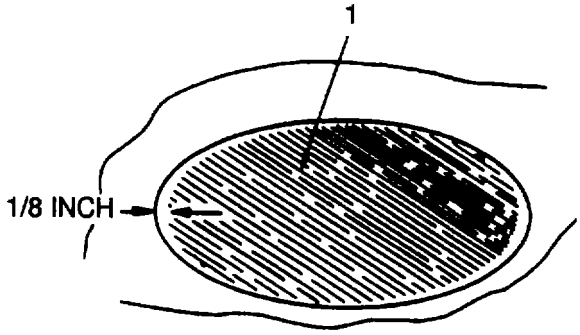

Figure 2-30. Applying Adhesive Over Area No More Than 1/8 Inch Buffed Area
(k) Prepare new batch of adhesive (item 1, table 2-11) and carefully apply a uniform coat over patched area (1, figure 2-30) to no more than 1/8 inch buffed area edge. Use a brush (item 6, table 2-11). Smooth surface with gloved fingers wet with acetone (item 3, table 2-11) and remove any excess adhesive from unbuffed area with a dean cloth (item 16, table 2-11) and acetone (item 3, table 2-11). Wear gloves (item 4, table 2-11).
(k) Prepare a new batch of adhesive (item 1, table 2-11) and carefully apply a uniform (liberal/heavy) coat of adhesive mixture (1, figure 2-30) over previous coats of barrier adhesive to within no more than 1/18 inch of O.D. of buffed edge area. Use a brush (item 6, table 2-11). Smooth surface with gloved fingers wet with acetone (item 3, table 2-11) and remove any excess adhesive from unbuffed area Use dean cloth dampened with acetone (item 3, table 2-11). Wear gloves (item 4, table 2-11).
(q) Prepare a new batch of adhesive (item 1, table 2-11) and carefully apply a uniform coat of repair adhesive (1, figure 2-30) over patched area to within no more than 1/8 inch of O.D. of buffed edge. Smooth surface with gloved fingers wet with acetone (item 3, table 2-11). Use a brush (item 6, table 2-11). Remove any excess adhesive with cloths dampened with acetone (item 3, table 2-11). Wear gloves (item 4, table 2-11).